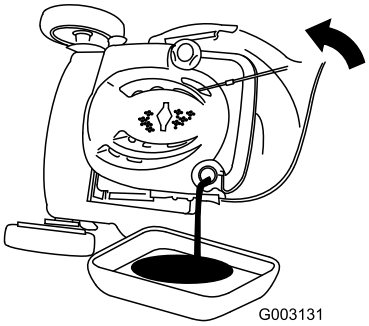

Figur 35
7. Tip maskinen over på siden med oliepåfyldningsrøret nedad, så den brugte olie kan løbe ud gennem oliepåfyldningsrøret ned i olieaftapningsbakken (Figur 35).